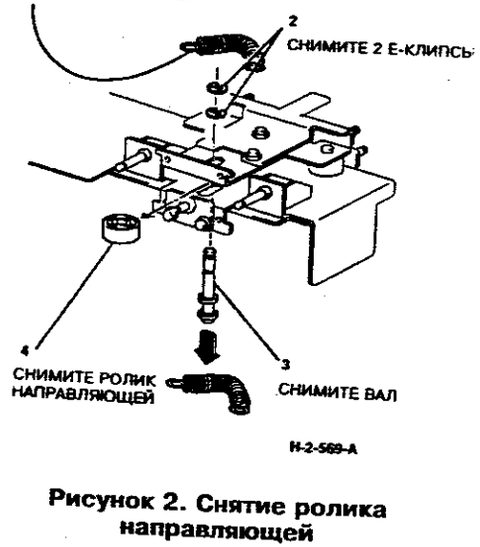

**Рисунок 2. Снятие ролика направляющей**
3. (Рисунок 2) Снимите ролик направляющей.